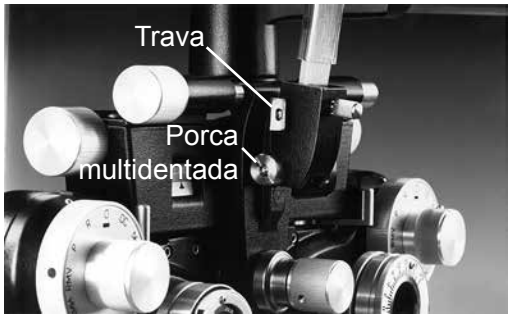

Figura MM-3 Conjunto de lentes do cilindro cruzado
2. Com uma segunda chave de fenda, aperte a outra porca. Consulte a Figura MM-3.